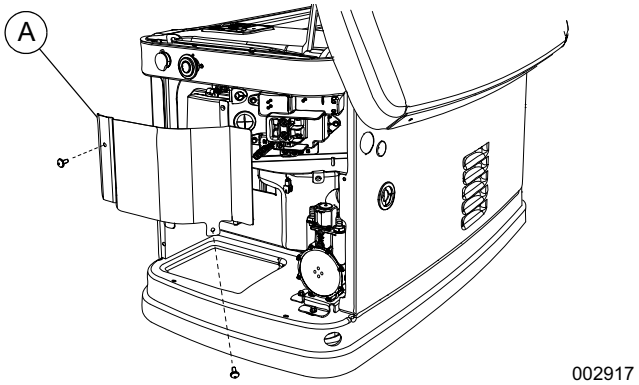
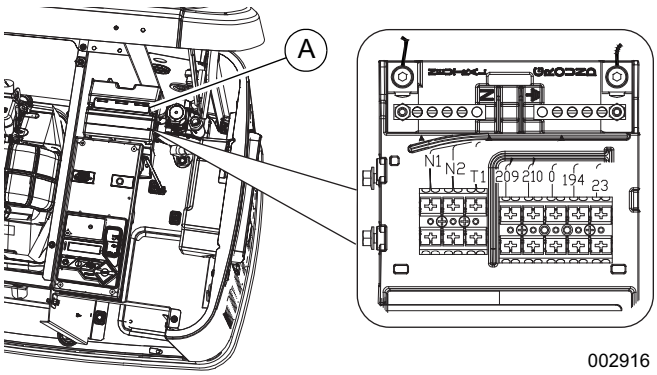

Figure 1. Removing Customer Connection Panel Cover (2016–Present)
Figure 2. Removing Customer Connection Panel Cover (2013–2015 Units)
6. See ***Figure 1*** or ***Figure 2***. Remove customer connection panel cover (A).